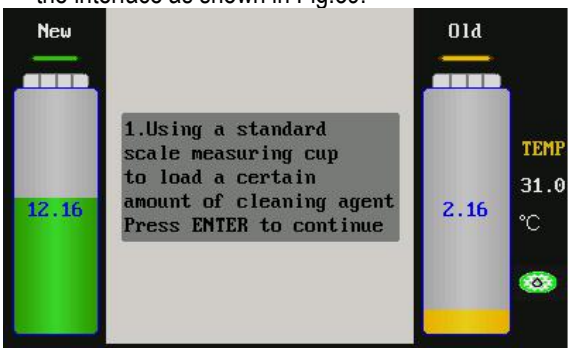

Fig.39
11) Select "Cleaning Speed" option in the Main Menu of [Sensor Calibration], and then press OK key to OK the interface as shown in Fig.39.